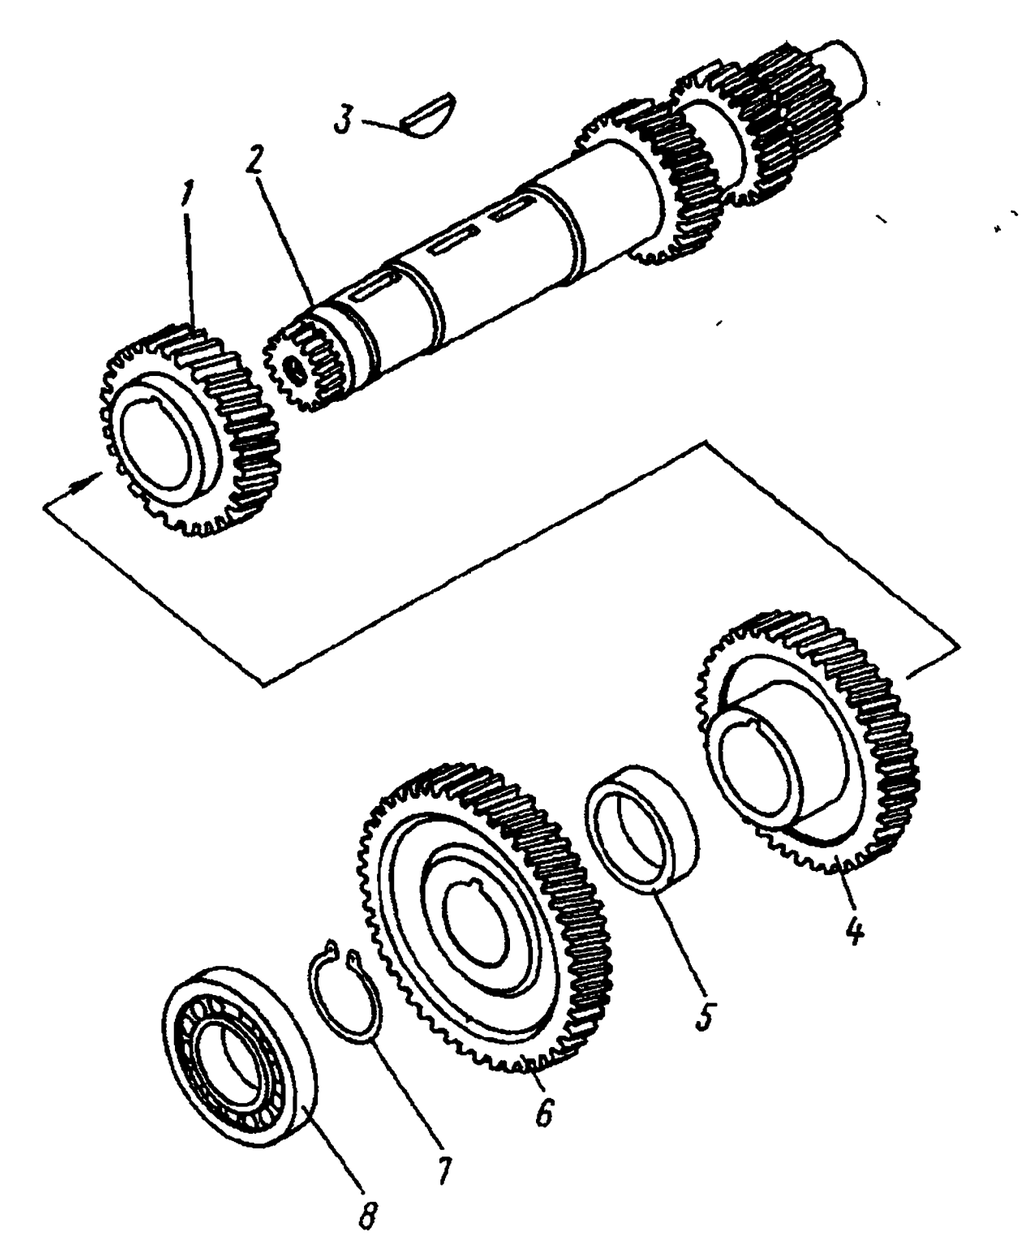

Рис. 148. Разборка промежуточного вала коробки передач:
84. Запрессуйте шпонку *3* в паз промежуточного вала *2* (см. рис. 148), установите зубчатое колесо *1* на пресс, совместив шпонку и паз на зубчатом колесе, напрессуйте зубчатое колесо на вал до упора	Гидропресс, молоток, оправка